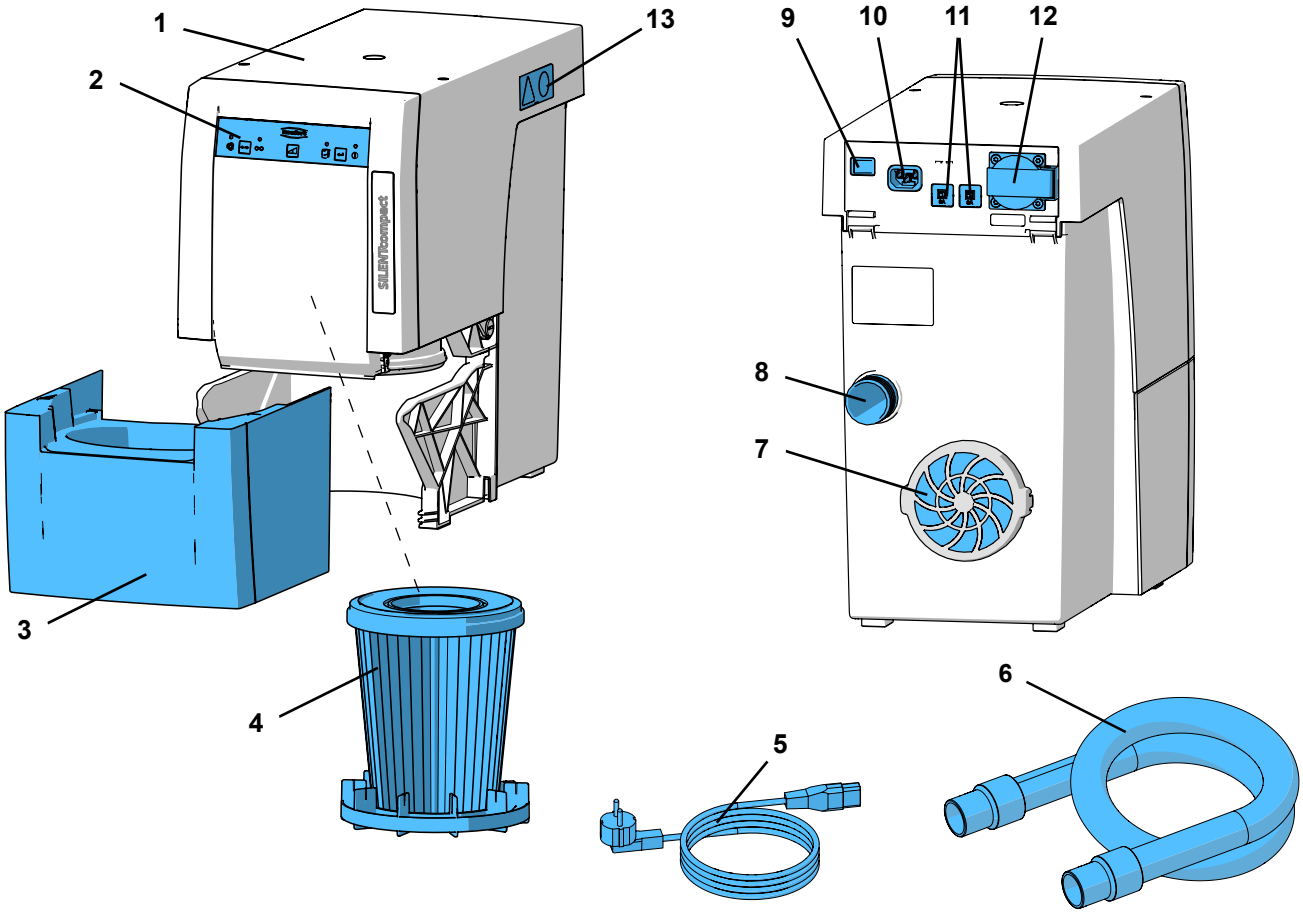

Fig. 1
- la salida de aire (7, Fig. 1) no cuente con ninguna obstrucción.
⇒ Introducir el cable de red (5. Fig. 1) a la conexión de red (10).
⇒ Introducir el tubo de aspiración (6, Fig. 1) en la boca de succión (8).